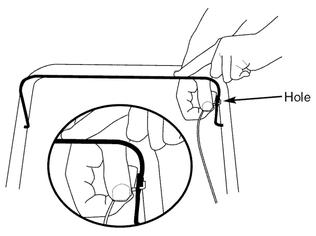

Figure 8
1) Hold the cable end near the left side of the upper handle and hook the "Z" end of the brake cable into the control handle from the inside to the outside. See figure 8.